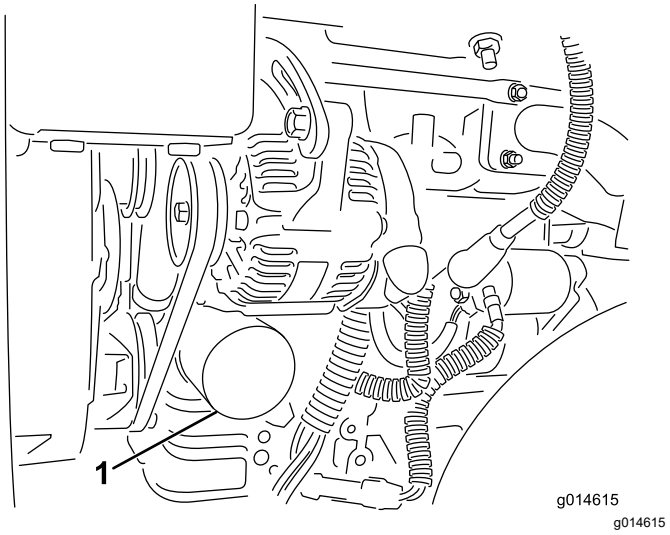

Figur 35
2. Fjern oliefilteret (Figur 35). Påfør et let lag ren olie på den nye filterpakning.